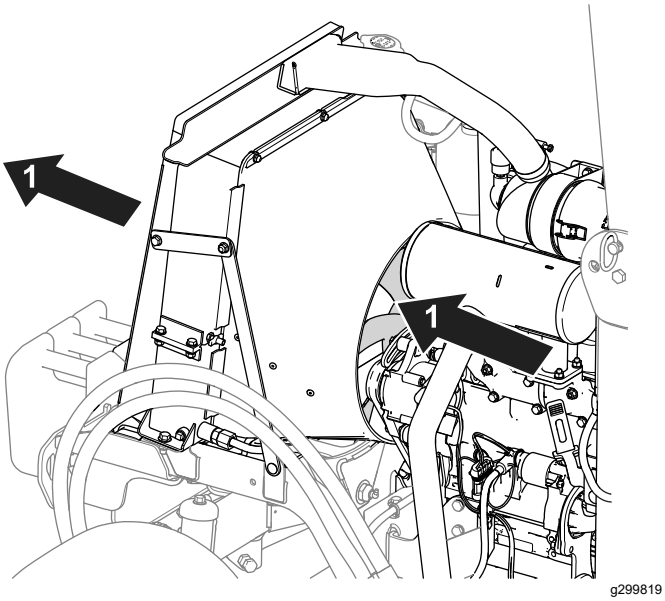

**Figura 70**
- Utilizzate aria compressa per pulire le alette di raffreddamento. Indirizzate l'aria all'esterno della macchina (Figura 70).